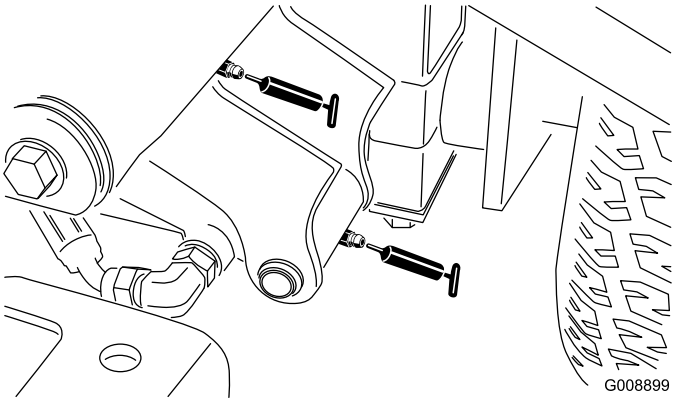

Figur 52
- Forreste venstre løftearms drejetap og løftecylinder (2) (Figur 52)